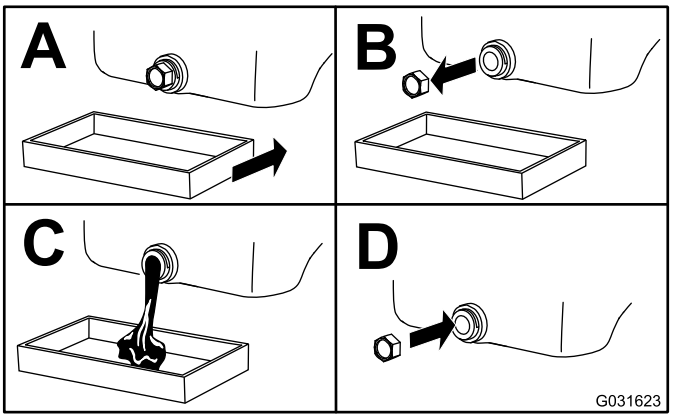

Figura 34
3. Cambiate l’olio motore (Figura 34).